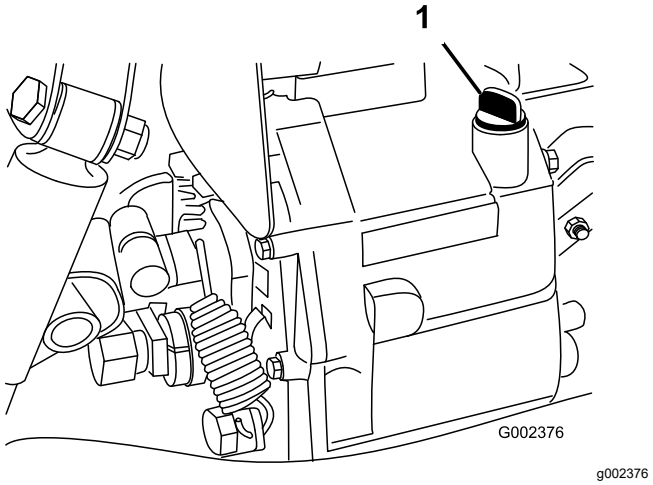

Figuur 69
4. Reinig het gebied rond de peilstok (Figuur 69).